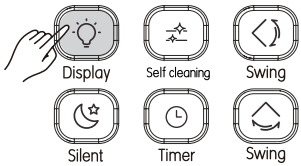

Рисунок 3.13
1) При включенном или выключенном пульте ДУ нажмите кнопку (см. Рисунок 3.13). Дисплей внутреннего блока загорается;